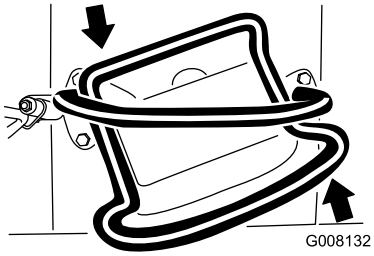

Figuur 12
- Voor een bocht naar links draait u de tractiebediening linksom (Figuur 12).